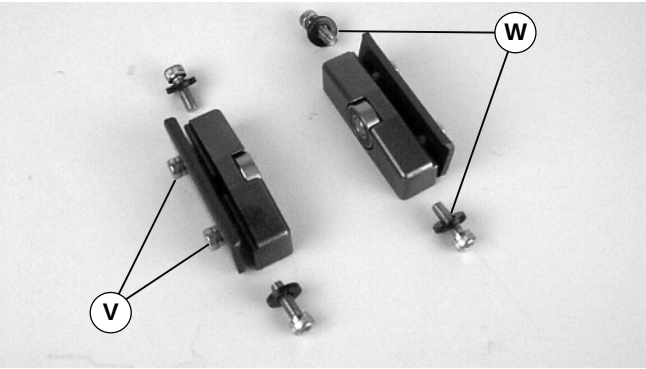

Abbildung 11
2. Die Schrauben lösen (V siehe Abbildung 11) und die Schrauben sowie Unterlegscheiben entfernen (W).